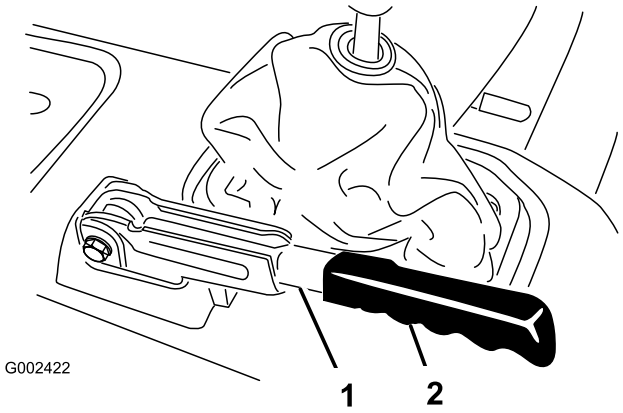

Figura 74
1. Retire la pieza de goma de la palanca del freno de estacionamiento (Figura 74).